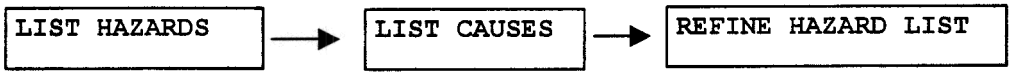

FIGURE 2. IDENTIFY HAZARD
a. Identify hazards. Hazards lead to risk, so the first step is to identify relevant hazards. Consider all aspects of current and future situations, environment, and known historical problems. A hazard is any real or potential condition that can cause mission degradation, injury, illness, death to personnel or damage to or loss of equipment or property. Experience, common sense, and specific RM tools help identify real or potential hazards. In identifying hazards, the importance of experience and training cannot be overemphasized. However, everyone is responsible for identifying potential hazards and informing their supervisor. Look for hazards in each phase of the training or operation. Figure 2 is a suggested model for creating a hazard list.